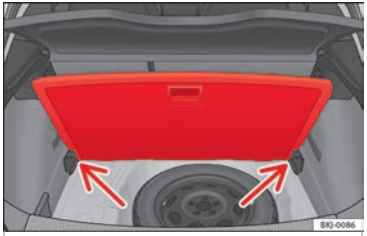

Fig. 171 Piso variable del maletero: posición inclinada.
- Apoye el piso sobre los alojamientos previstos para tal uso ››› **fig. 171** (flechas).